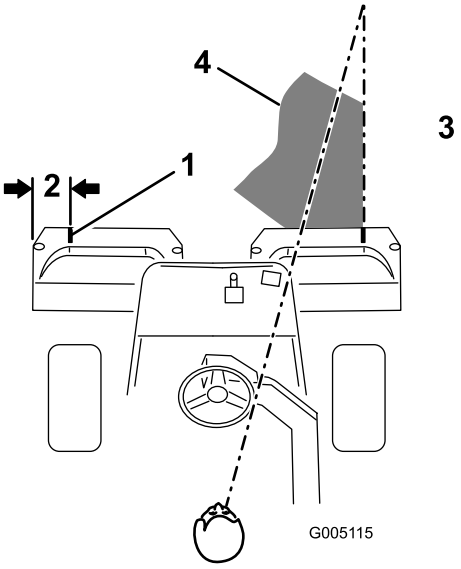
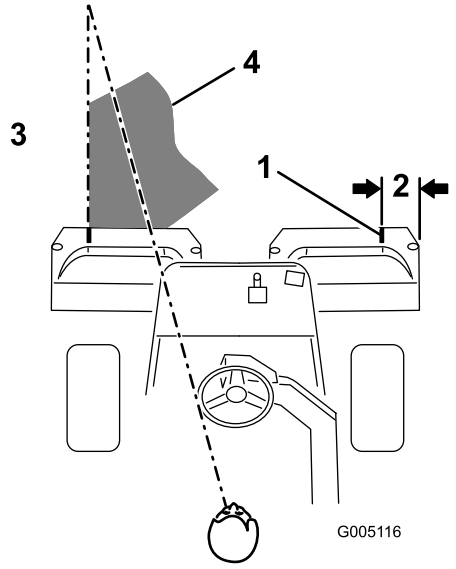

Figuur 29
Figuur 30
2. Bevestig een strook witte tape of zet een streep op elke mand, die evenwijdig loopt aan de buitenrand van elke mand Figuur 29)
3. Zorg ervoor dat een nieuwe maaibaan de vorige maaibaan zo weinig mogelijk overlapt. Om ervoor te zorgen dat het u gazon in een rechte lijn maait en de machine op een gelijke afstand van de rand van de vorige maaibaan blijft, moet u uitgaan van een denkbeeldige zichtlijn, ongeveer 1,8 tot 3 m vóór machine tot de rand van het ongemaaide deel van de green Figuur 29 en Figuur 30). Sommige bestuurders vinden het handig de buitenrand van het stuurwiel deel te laten uitmaken van de zichtlijn; d.w.z. de rand van het stuurwiel in een rechte lijn te houden ten opzichte van een punt dat altijd op dezelfde afstand van de voorkant van de machine blijft (Figuur 29 en Figuur 30).